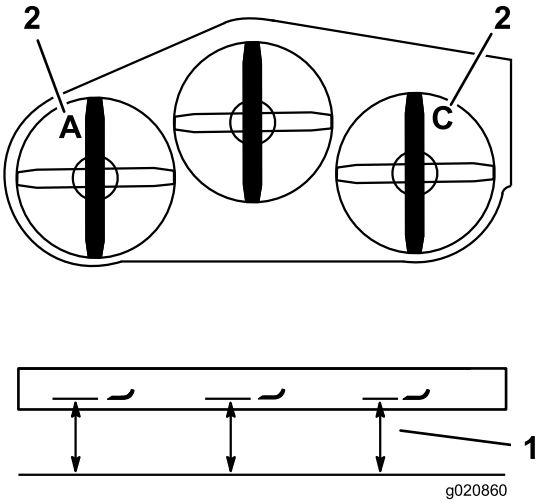

Figur 86
3. Mät den vänstra kniven vid punkt **A**, från en plan yta till knivens egg, och skriv upp måttet (Figur 86).
4. Mät den högra kniven vid punkt **C**, från en plan yta till knivens egg, och skriv upp måttet (Figur 86).
3. Mät den högra kniven vid punkt **C**, från en plan yta till knivens egg, och skriv upp måttet (Figur 86).